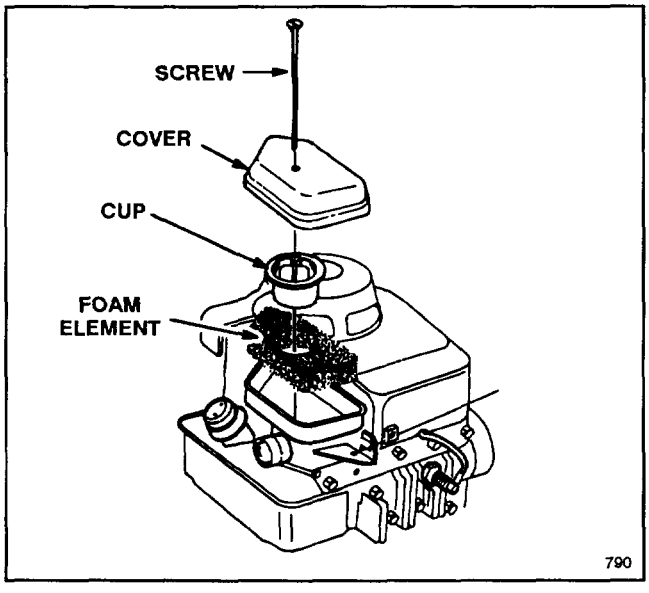

Figure 12
2. Remove screw from top of air cleaner. Lift off cover and clean cover thoroughly (Fig. 12).
3. Remove air cleaner cup from top of foam element (Fig. 12).
4. If foam element is dirty, remove it from air cleaner body (Fig. 12). Clean thoroughly.